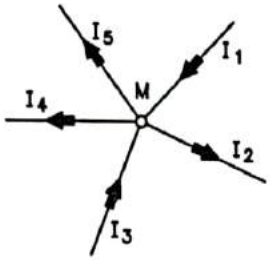

FIG. 1.62 CURRENTS MEETING AT M NODE
- Consider the case of a few conductors meeting at point M as shown in Fig. 1.62. The arrows indicate the direction of current flow. Accordingly, the currents $I_1$ and $I_3$ are coming towards the junction M and the currents $I_2$ and $I_4$ and $I_5$ are going away from the junction. Assume positive sign for incoming currents and negative sign for outgoing currents.